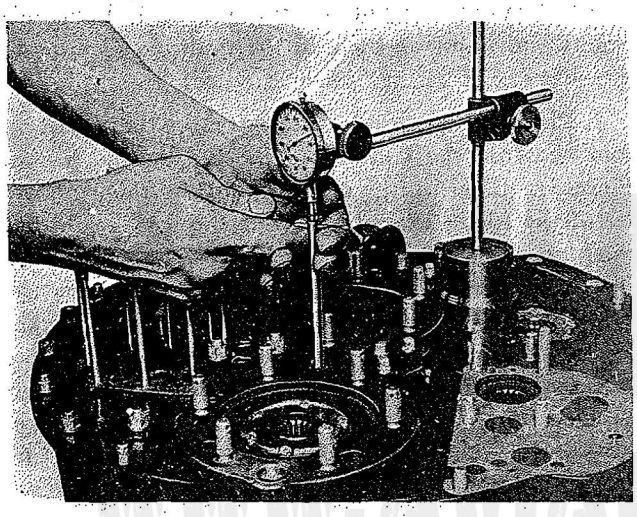

Figure 195—Checking Intermediate Impeller Drive Shaft End Clearance
s. Check the end movement of the intermediate impeller drive shaft in the following manner: Install the collar on the checking rod, and lock by tightening the lock screw. Screw the knurled handle on the end of the rod. Install a dial indicator on a surface gage, and adjust the position of the indicator so that the indicator spindle contacts the upper side of the collar on the checking rod. Move the intermediate impeller drive shaft up and down as far as possible by moving the checking rod, holding the knurled handle. Refer to Figure 195. Note the difference in the indicator readings, which is the end movement of the shaft. Insure that this end movement is greater than the minimum permissible. Refer to the Table of Limits in Section XII.